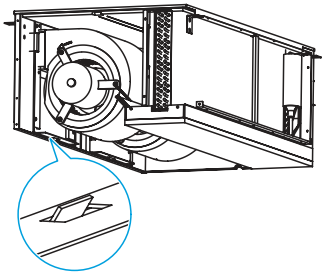

Рис. 9
3) Как только отверстие на узле вентилятора окажется выше штифта на передней панели, переместите узел так, чтобы штифт прошел через отверстие (рис. 9).